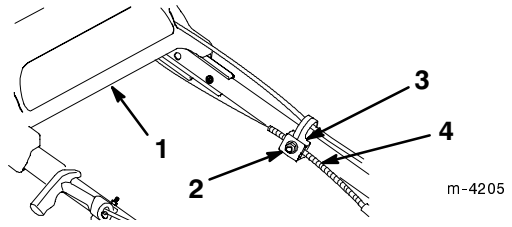

Bild 31
3. Lockern Sie die Mutter am Bowdenzug (Bild 31).
6. Bewegen Sie die Schaltleiste zurück in Richtung des Griffes, um das Spiel aus dem Zug zu beseitigen (Bild 31).
7. Lockern Sie das Antriebsteil, während Sie den Bowdenzugmantel nach unten halten und ziehen die Mutter an der Zugstütze fest (Bild 31).